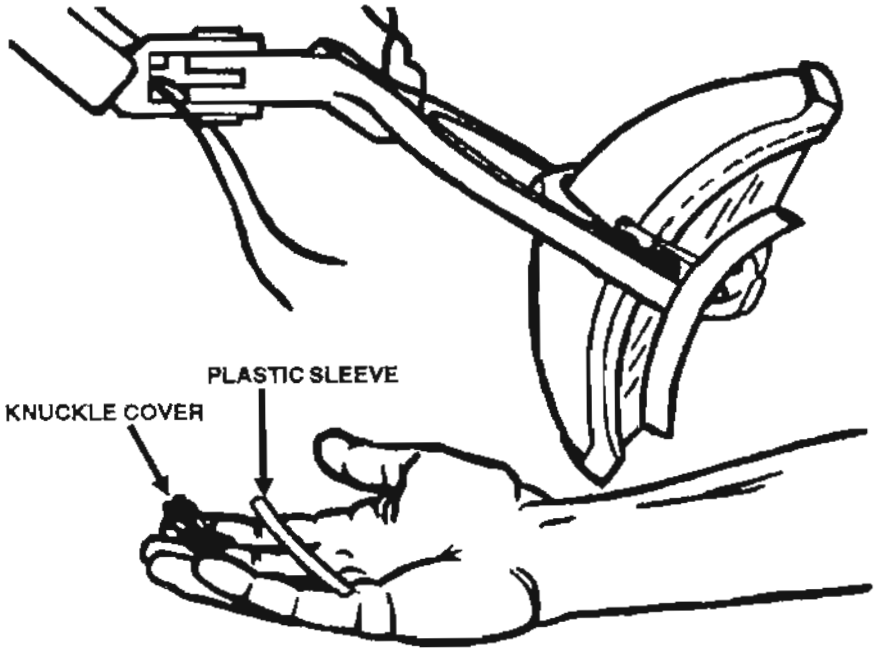

Figure 3-11. Mechanical disassembly.
(4) Remove the knuckle cover, pull the electrical wires back through the slot, and remove the plastic sleeve (fig 3-11).